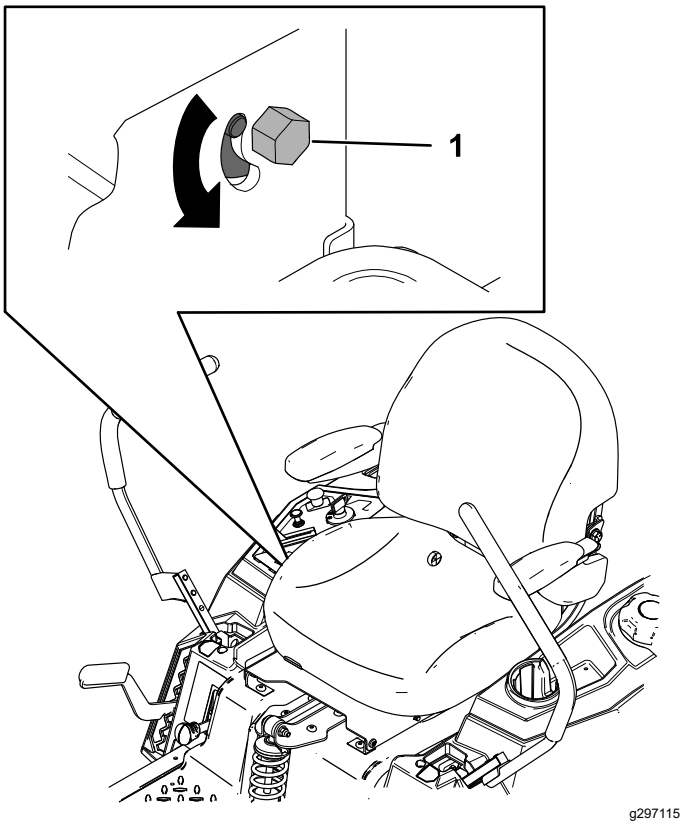

**Figure 52**
3. Locate the tracking-adjustment bolt near the motion-control lever on the particular side that needs adjusting (Figure 52).